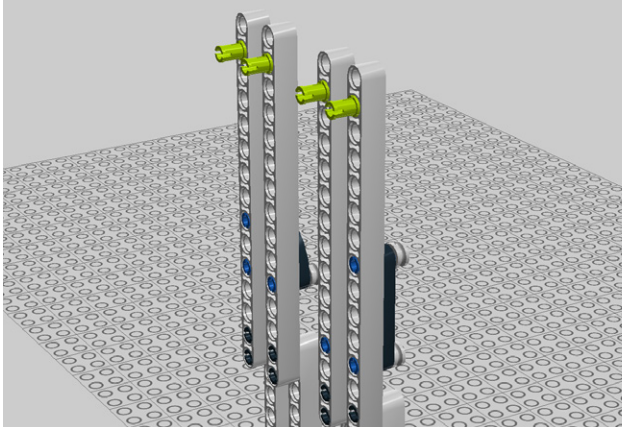

Figure 5-55. *Step 48: Adding pegs*
48. Connect four pegs (see Figure 5-55).